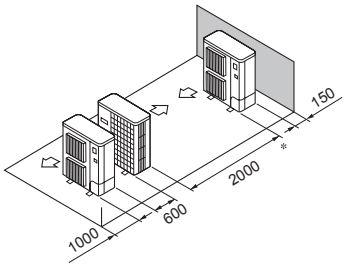

Fig. 3-15
⑤ Расположение приборов в один горизонтальный ряд (Fig. 3-15)